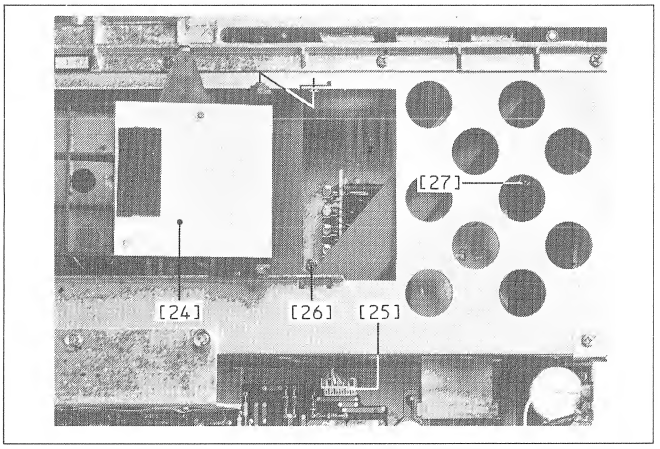
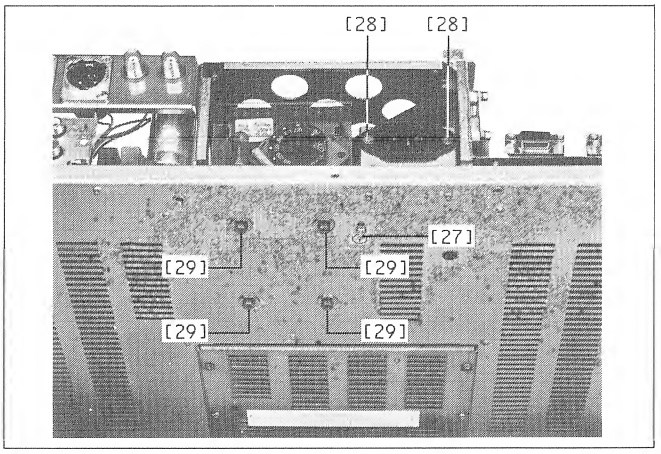
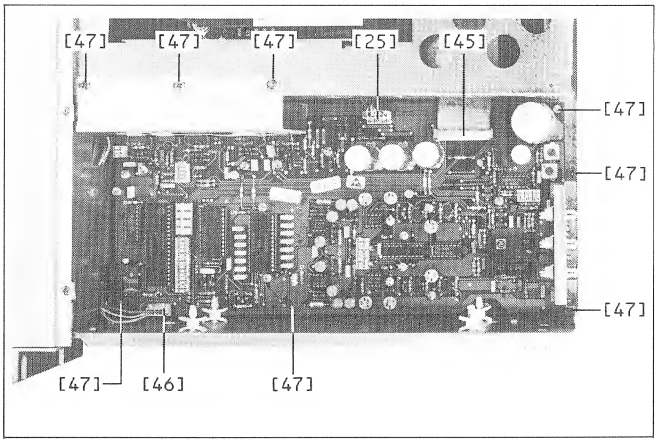

Fig. 2.9
Fig. 2.10
Fig. 2.13
-> Fig. 2.9 / Fig. 2.10
-> Fig. 2.9 / Fig. 2.13